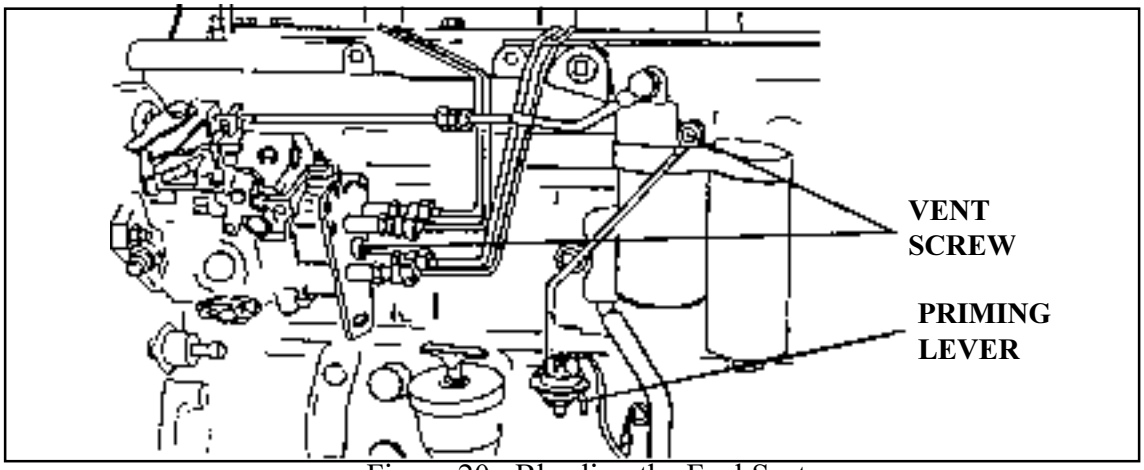

Figure 20. Bleeding the Fuel System
a. Open the vent screw, located on the side of the filter. (See Figure 20.)